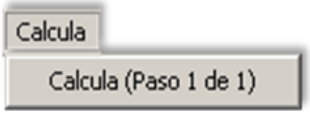

Figura D.46. Despliegue del menú Calcula.
- **Calcula.** Este menú permite acceder a los campos referentes al cálculo del circuito Steinmetz (ver Figura D.46).